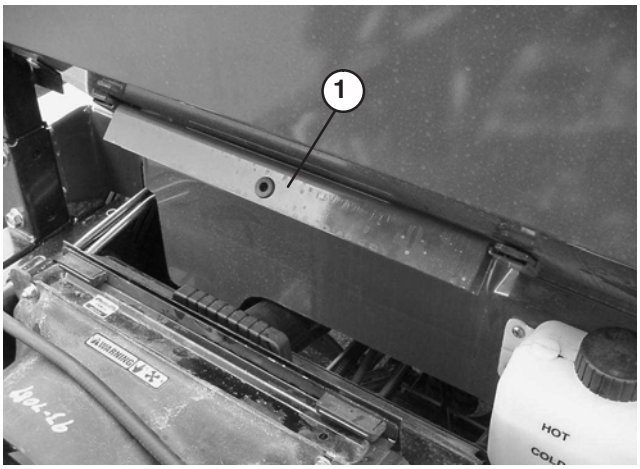

Bild 39
2. Nehmen Sie die Pritschenstütze aus den Einlagerungshalterungen hinten am Überrollschutz (Bild 39).